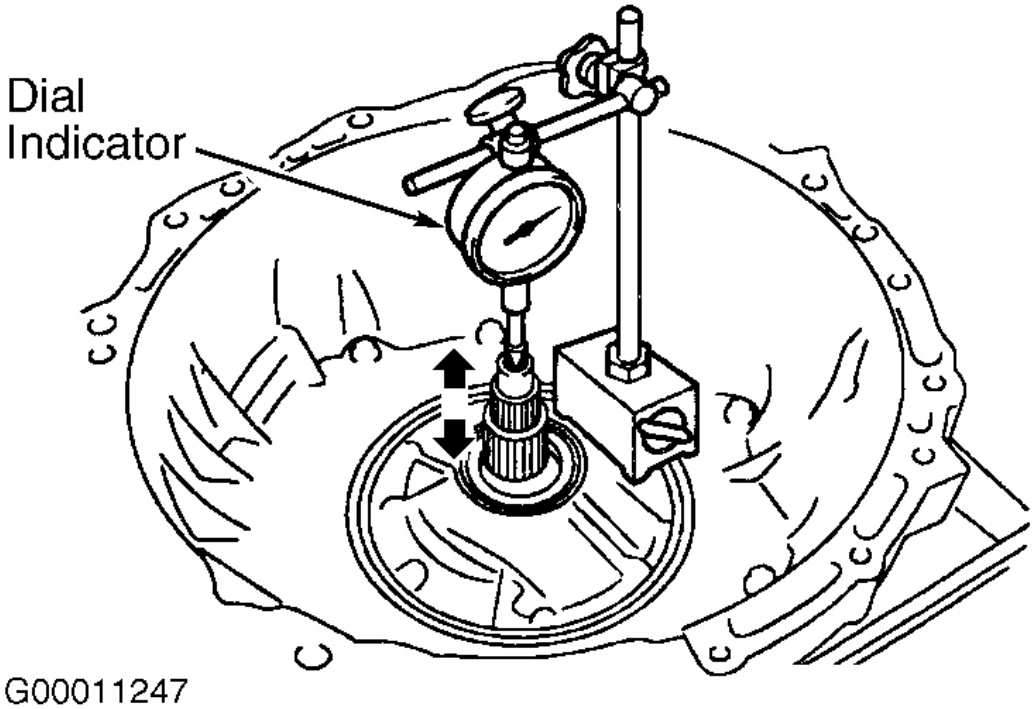
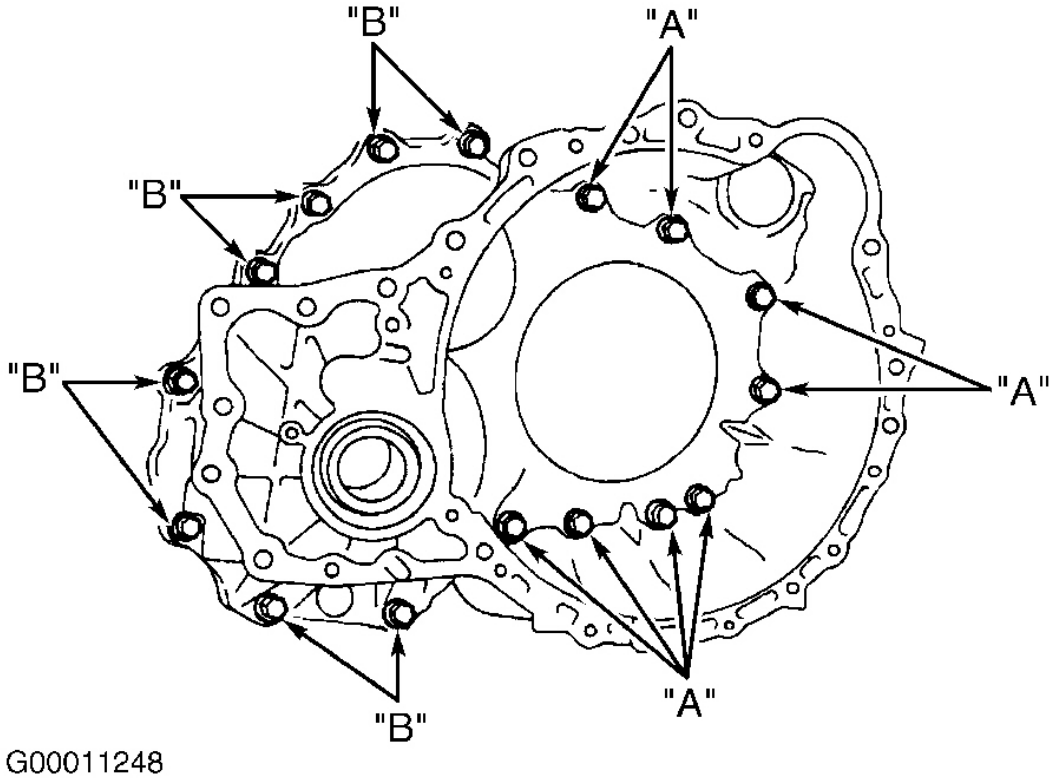

Fig. 15: Measuring Input Shaft End Play
Fig. 16: Removing & Installing Transaxle Housing Bolts
9. Using a dial indicator, measure input shaft end play. See **Fig. 15**. End play should be .011-.049" (.27-1.25 mm). Remove 16 transaxle housing bolts. Note bolt length and location during removal for reassembly reference. See **Fig. 16**.